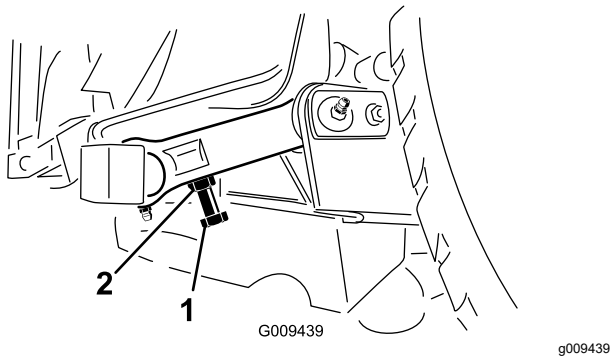

Figur 29
3. Använd justerskruven på klippenhetens bakre svänglänk för att justera avståndet (Figur 29).